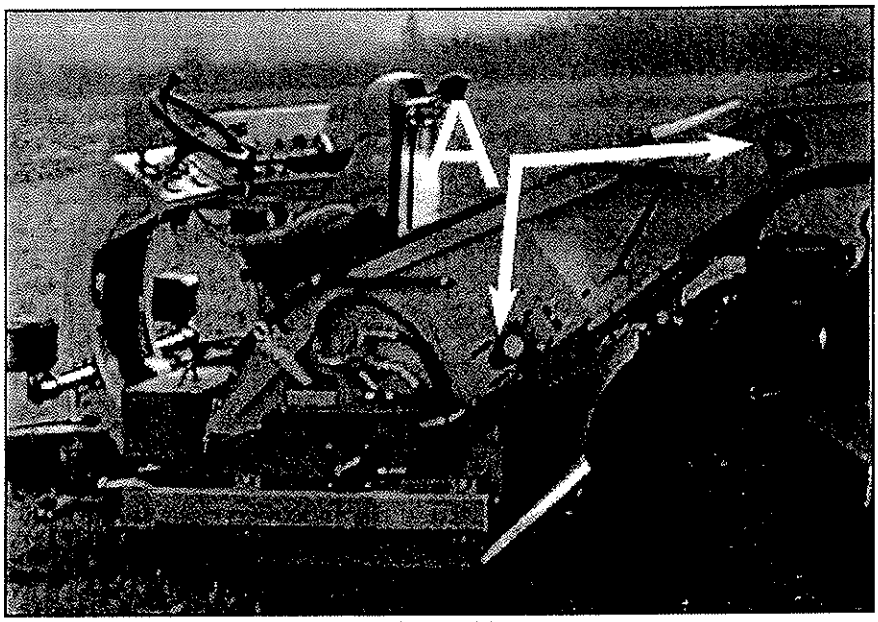

Figure 29
- Les paliers avant du tapis de convoyage et le palier du balais de ramassage (figure 29 et 30, repère A) : 2 coups de pompe à graisse à chaque fois.